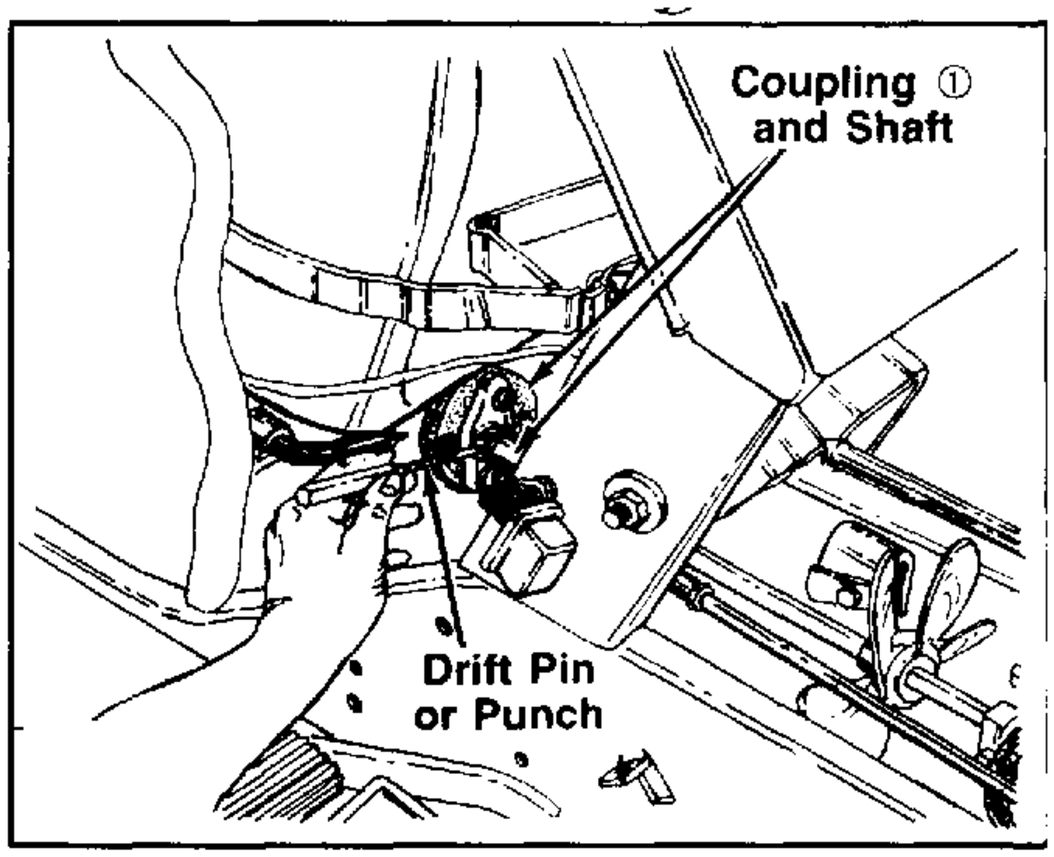

FIGURE 5.
4. Remove the front roll pin from shaft through coupling ① . See figure 5. The use of a drift pin or punch will be required. Discard roll pin and fan mounting hardware.